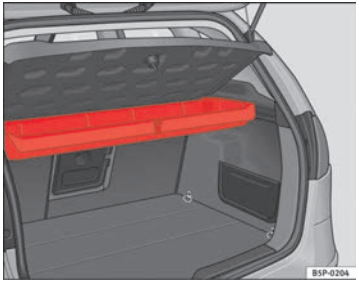
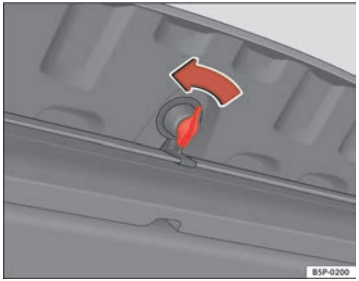

Fig. 122 Warning triangle storage under the rear cover
Fig. 123 Opening the storage compartment
The warning triangle* is located in a stowage box under the luggage compartment cover ⇒ fig. 122. To open this storage compartment, turn the knob* 90° ⇒ fig. 123.
– Open the storage compartment by turning the knob* 90° ⇒ page 151, fig. 123.